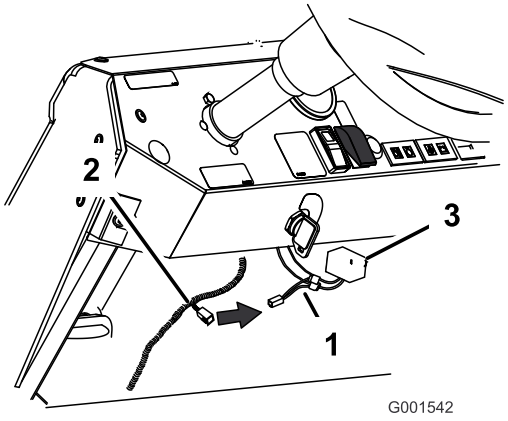

Figur 17
B. Passa ihop de färgade kablarna och skarva de två ändarna på kablarna som går in i kontakten för ljusomkopplaren (Figur 17).
C. Anslut adapterns kablage till det nya kablaget (Figur 17).